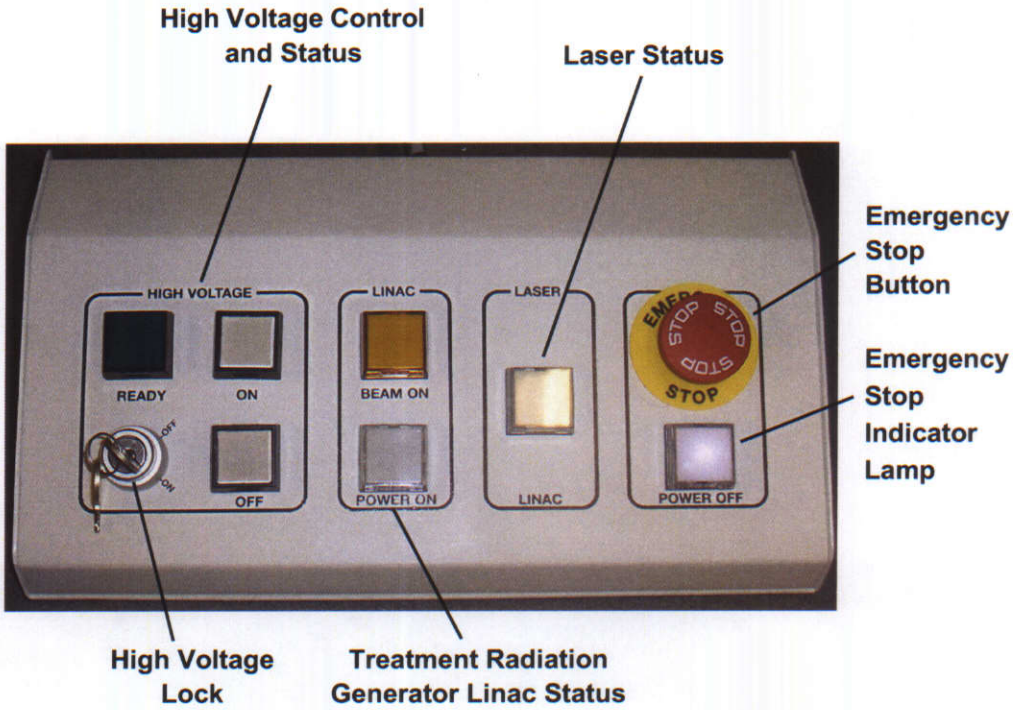

**Figure 43 Operator Control Panel**
**Make sure the radiation enabling key is in the HIGH VOLTAGE key switch of the user control panel and turned clockwise. (*Figure 43 Operator Control Panel, page 49*).**